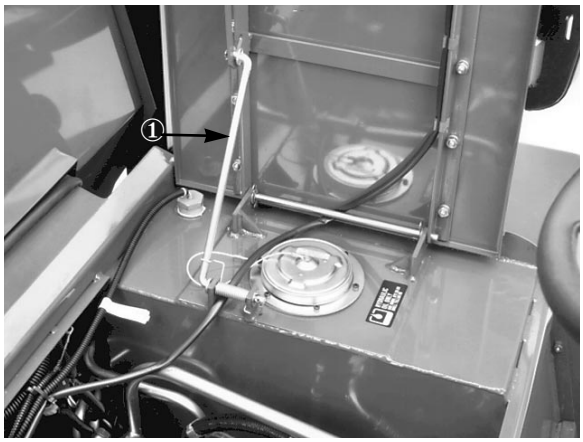

**Bild 16**
**2.** Den Sitz anheben und in aufrechter Stellung mit der Sitzständer absichern (Bild 16).